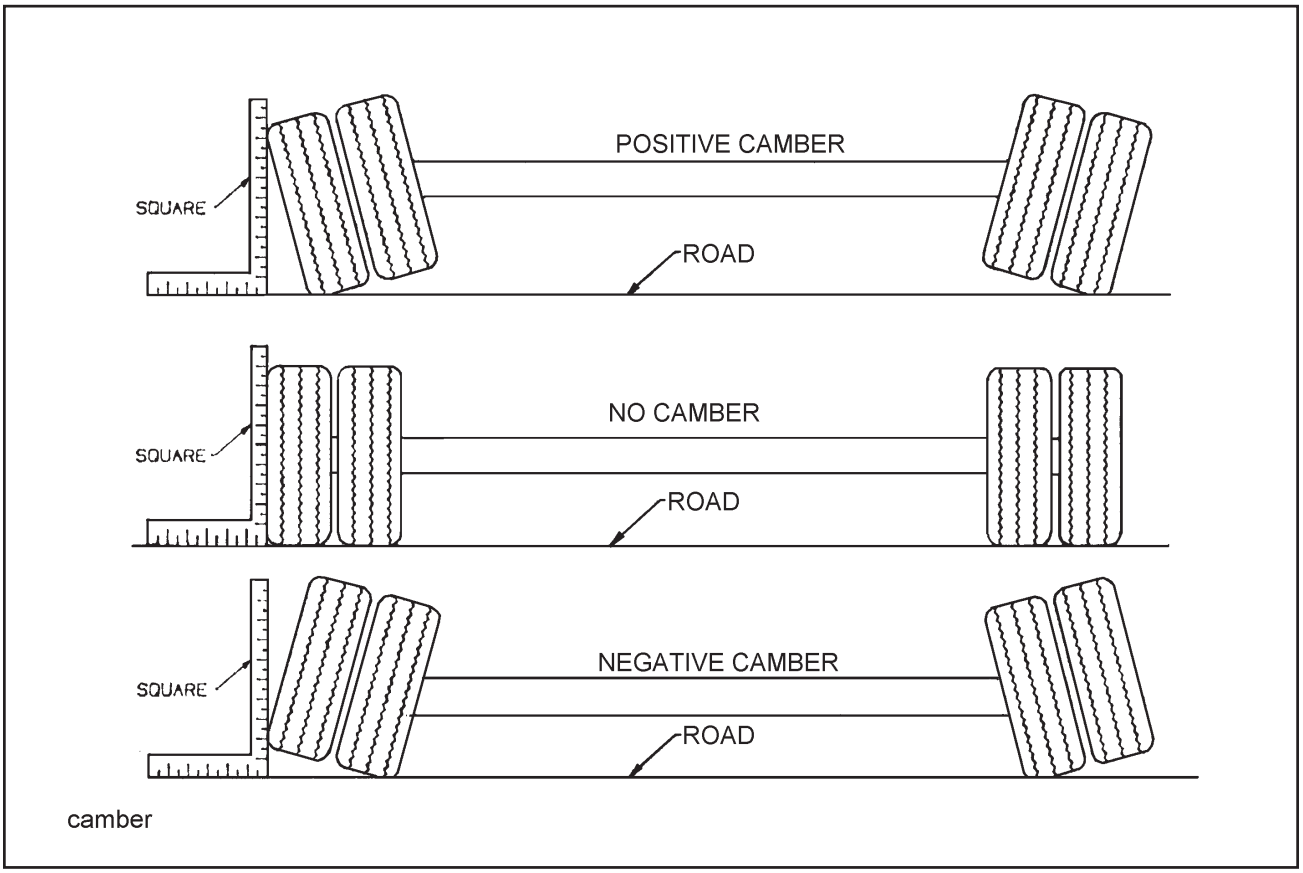

Figure 4-12 Examples of Camber
d. Follow the same procedures as in **Section 4-7.1 b. and c.,** except place the axle gauge above and below the axle. If gauge point gap is found, the axle has positive or negative camber. The trailer axle has no camber from the factory. If it is found to have positive or negative camber, axle replacement is necessary **(See Figure 4-12** for examples of camber).